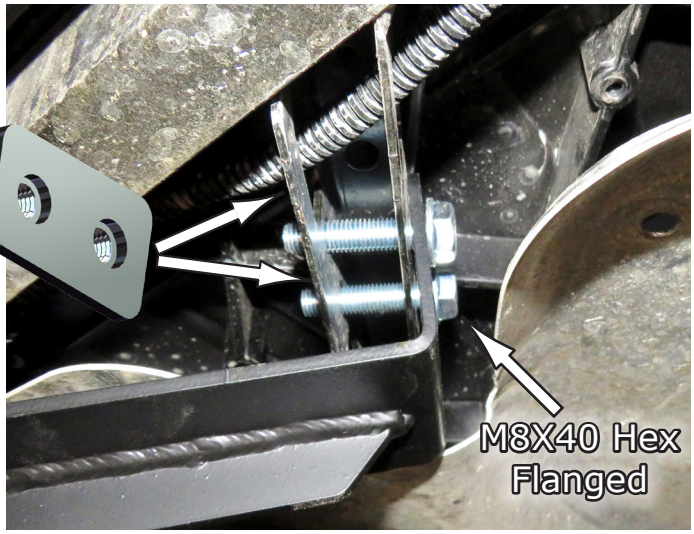
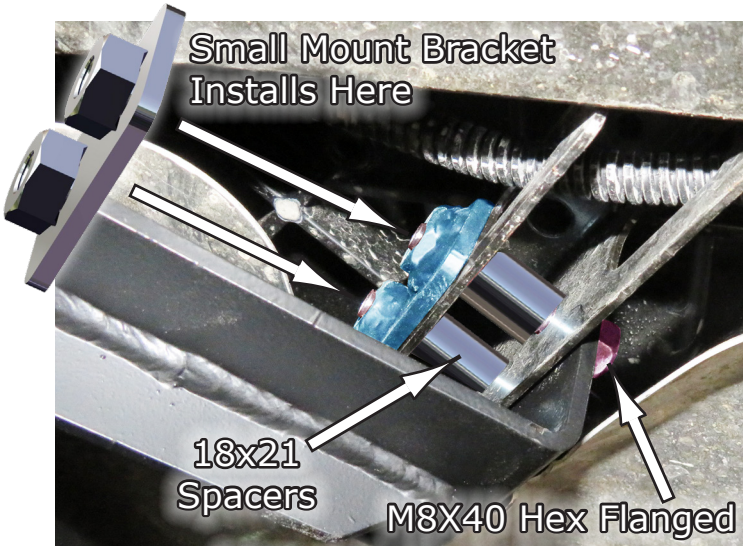
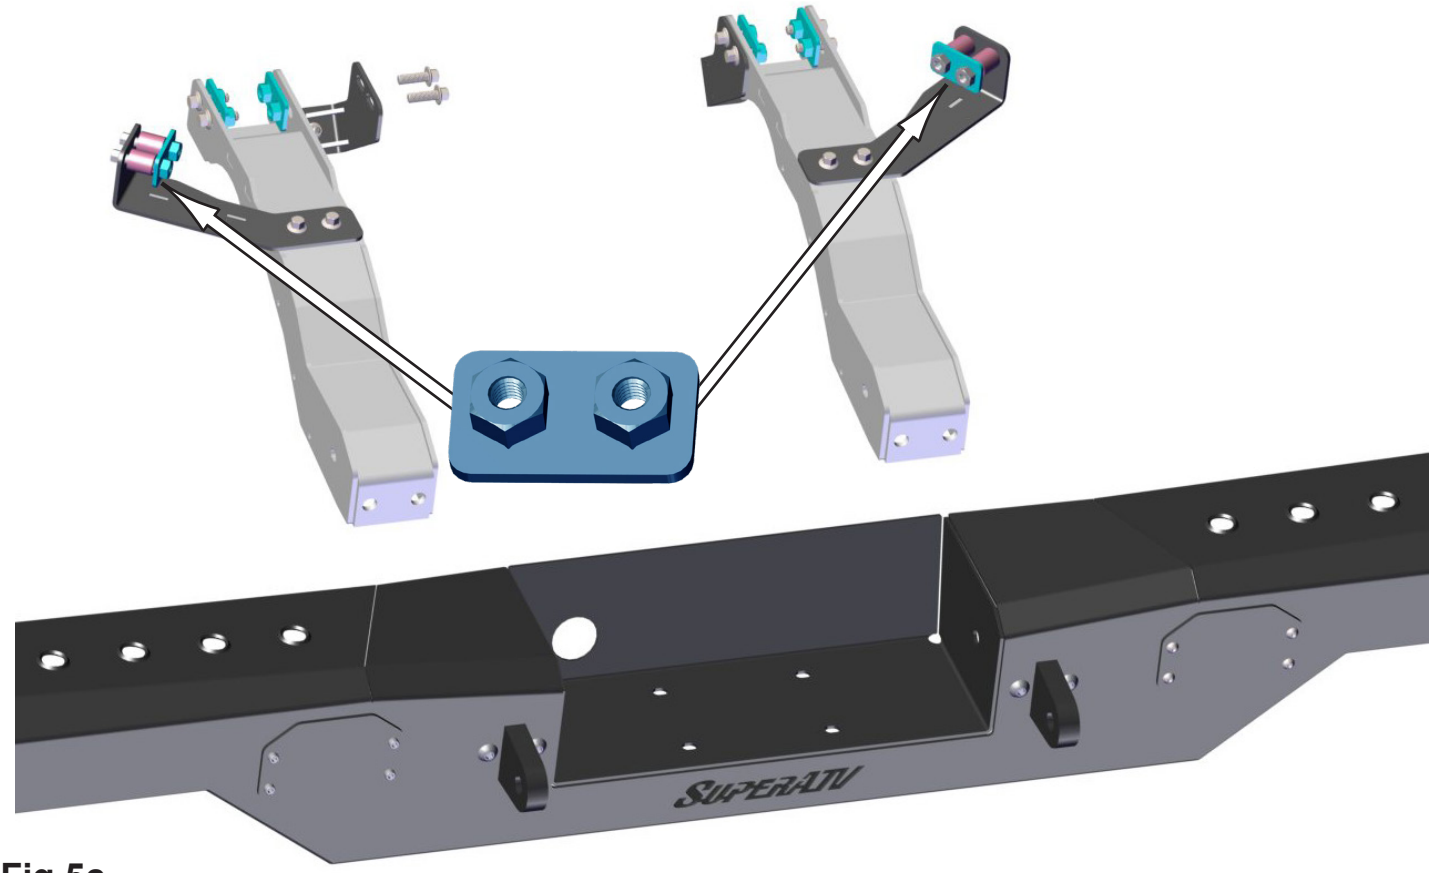

Fig.5a (view - right side of vehicle)
Fig.5b (view - right side of vehicle)
Fig.5c
5.When installing the **Hanger Brackets** to the frame, you will also use one of the **Small Mounting Brackets** when installing. Except this time you will place it on the ***"outside"*** of the Frame instead of on the inside as you did previously. You will also use the **18x21 Spacers** and **M8x40 Hex Flanged** Bolts along with it for this end of the installation. **Fig.5a** shows where to install it, showing it on the outside of the frame and not on the inside. **Fig.5b** shows the Small Bracket & Spacers Installed. Yours should look like this example. Then **Fig.5c** shows the assembly and locations.